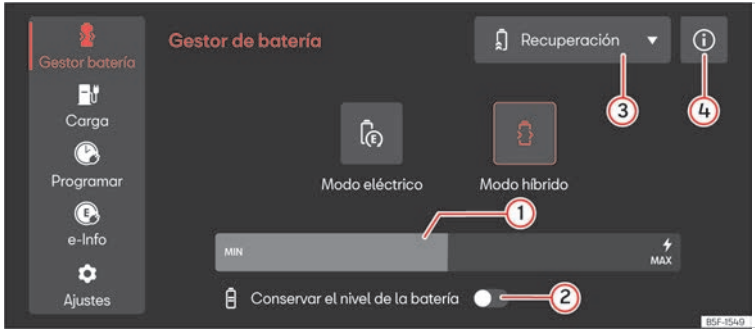

Fig. 121 En el sistema de infotainment: menú Gestor de batería
- Seleccione **Modo eléctrico** o **Modo híbrido** en el sistema de infotainment. Encontrará más información sobre el modo de funcionamiento en ⓘ ››› **fig. 121** ④.
Leyenda de la ››› **fig. 121**: